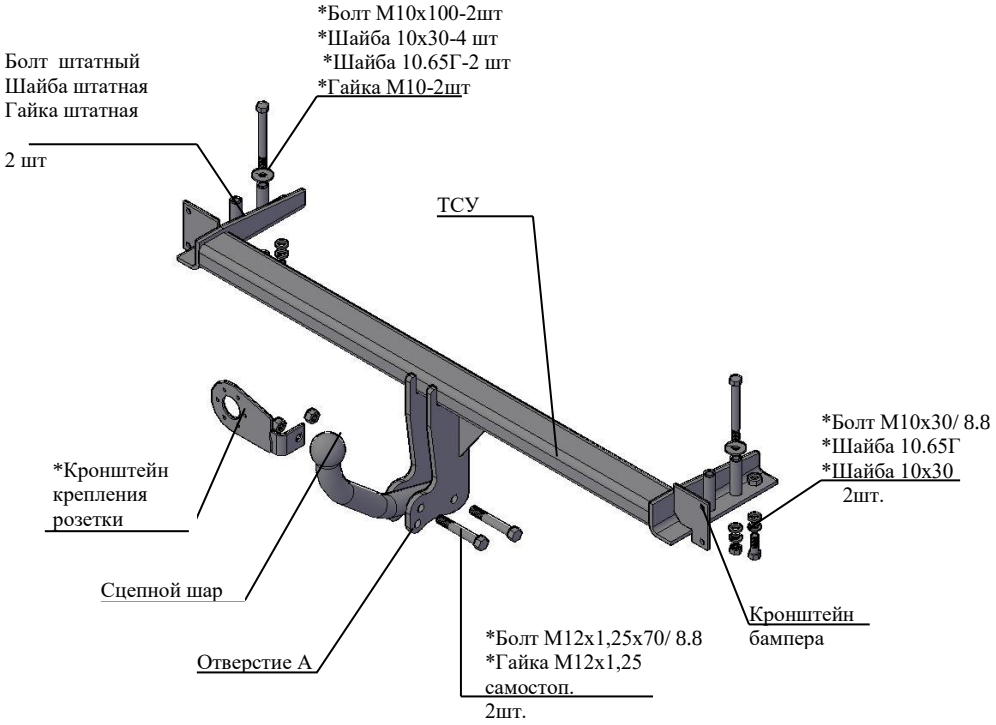

Рис.1 Тягово-сцепное устройство 9422
2.1 ТСУ 9422 в сборе (рис.1)	1 шт.
2.2 Пакет с комплектующими (см. рис.1)	1 шт.
4.11 Закрепить сцепной шар и кронштейн крепления розетки к кронштейнам шара крепежом соответсвенно рис.1 (предварительно кронштейн крепления розетки скрепить с уголком болтом М10х20 и гайкой М10 самостоп).